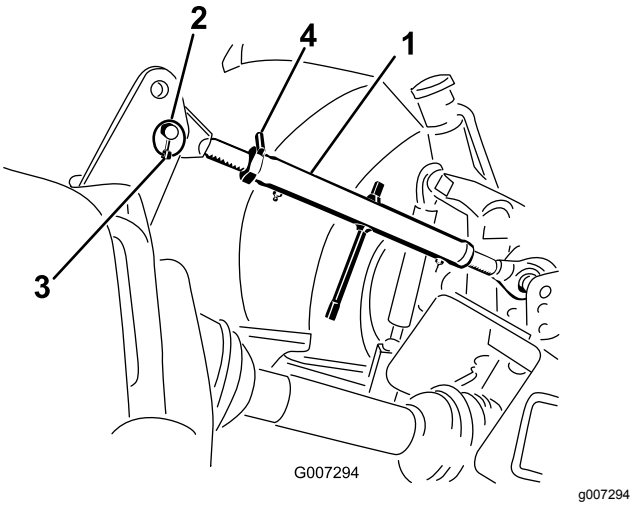

**Figur 8**
1. Koppla ihop den övre länken med det nedre hålet i fästet och fäst den med en kättingbult och hjulsprint (Figur 8).
3. Vrid den övre länken för att spänna den. Justera tills luftarens frontram är 90 grader från det horisontella läget (Figur 8).